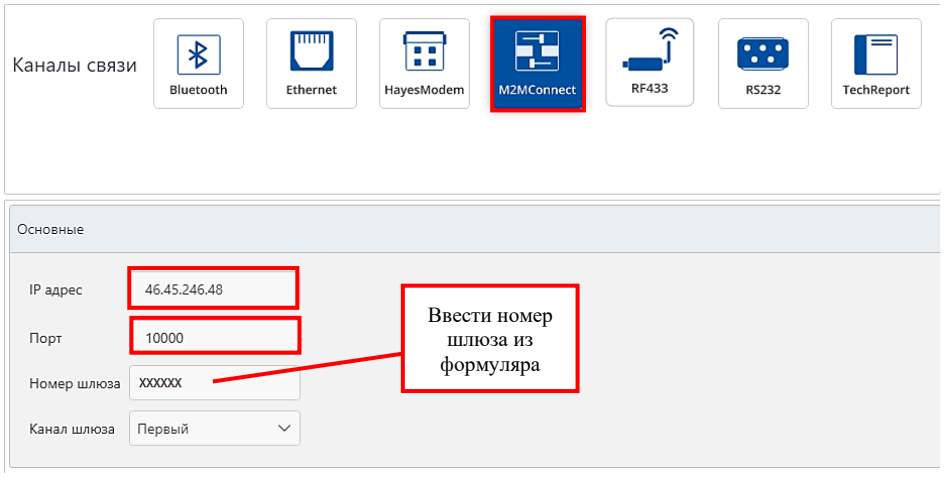

Рисунок 4.4. Пример ввода основных параметров для канала связи ***M2MConnect***.
4.2.3 В подразделе ***Основные*** ввести данные: IP адрес сервера – по умолчанию 46.45.246.48 (сервер 1) или 213.222.245.173 (сервер 2, резервный), порт подключения – по умолчанию 10000, номер шлюза (указан в формуляре), канал шлюза – первый, рис. 4.4.